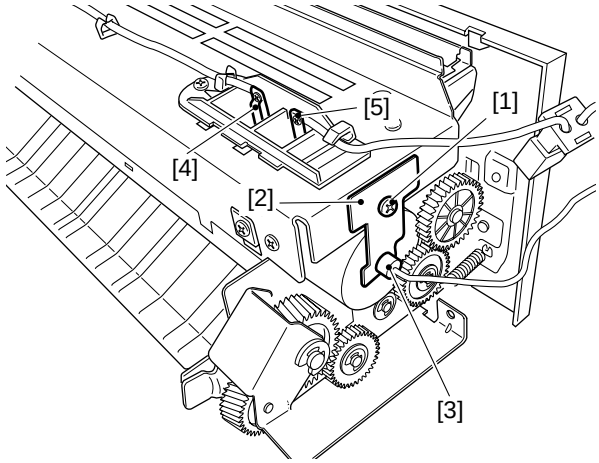

Figure 6-207
2) Pull out faston A [4] (see Figure 6-207), and remove the two screws [1]; the heater mount plate (front) [2] can be detached in this condition.